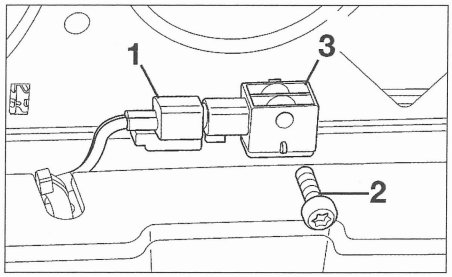

FIG. 18
- Sacar el conector (1) **(fig. 18)**.
- el tornillo (2).
- el captador (3).